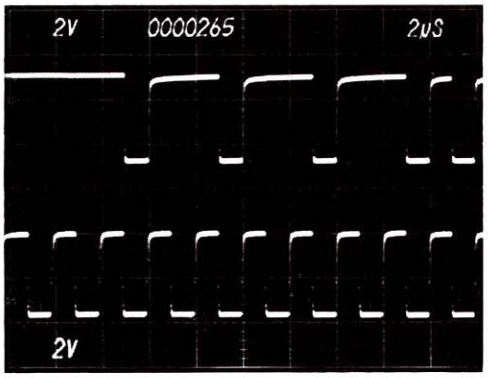

*Figure 2. Delay-by events. The lower trace is the master clock in our logic circuit. The top trace is our data which is delayed by 265 clock pulses.*
In the delay-by-events mode, the 7D11 counts arbitrary trigger events, periodic or aperiodic, and delivers an output after the preselected count has been reached (see Figure 2).
In any horizontal compartment, the 7D11 generates a display similar to the "A intensified by B" mode of conventional delayed sweep (see Figure 2). When used in the A horizontal compartment, the 7D11 B sweep delay mode controls will permit the B sweep to run after the delay generated by the 7D11. This delay interval is also available at the front panel for such uses as gated interval counter measurements and generating pulses of highly accurate width.
*Figure 2. The propagation delay time between the input of a delay line (upper trace) and the output of the delay line (middle trace) is measured digitally. Lower trace is 7D15 pseudo gate display. CRT readout displays the result of 151.0 ns.*